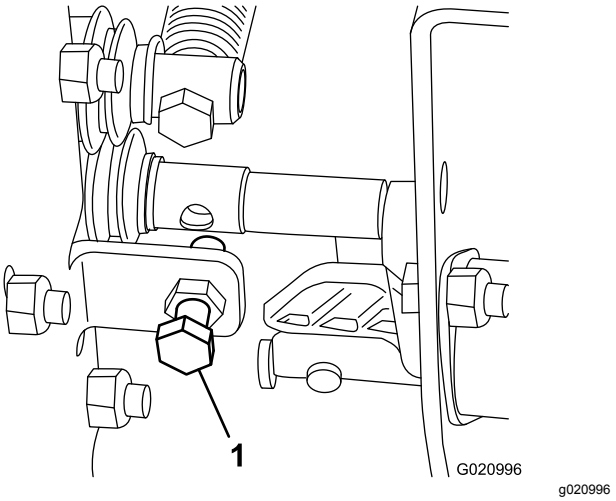

Figuur 20
- Als de hefsnelheid van de machine te hoog of te laag is moet u de bout in Figuur 20 bijstellen.